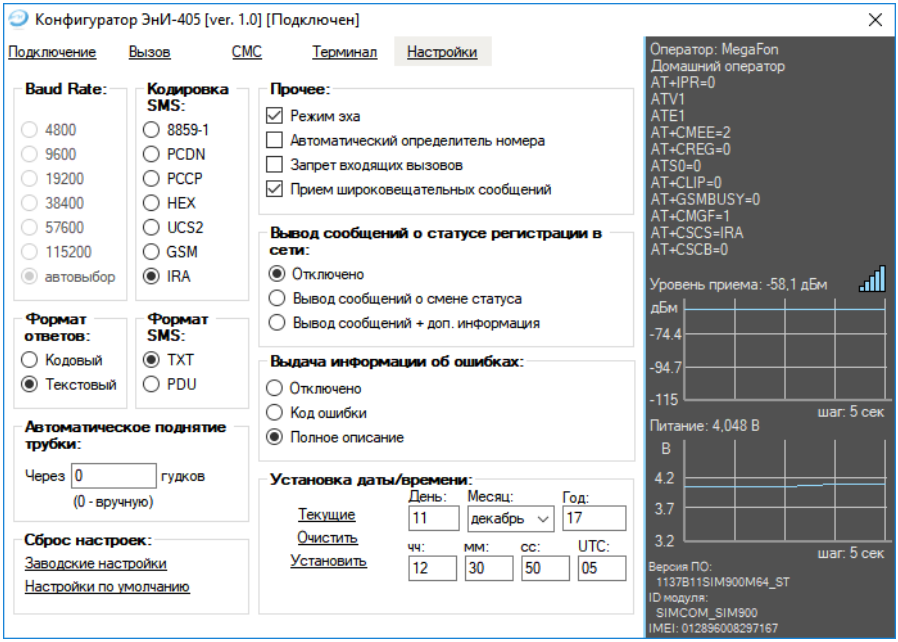

Рисунок 8 — Вкладка «Настройки»
10.3.1 Конфигурирование модема производится на вкладке «Настройки» (см. рисунок 8).